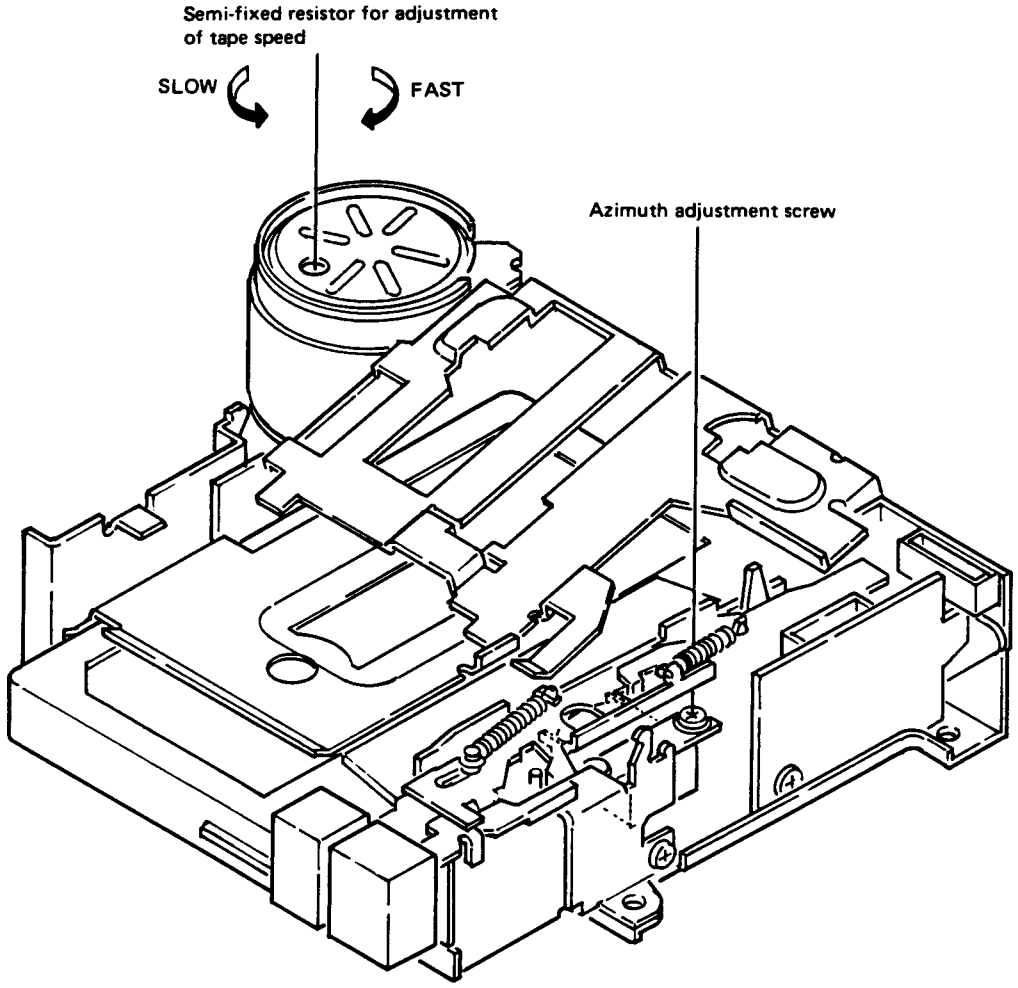

Fig. 27
3.1 AZIMUTH ADJUSTMENT (Fig. 27)
3.2 TAPE SPEED ADJUSTMENT (Fig. 27)